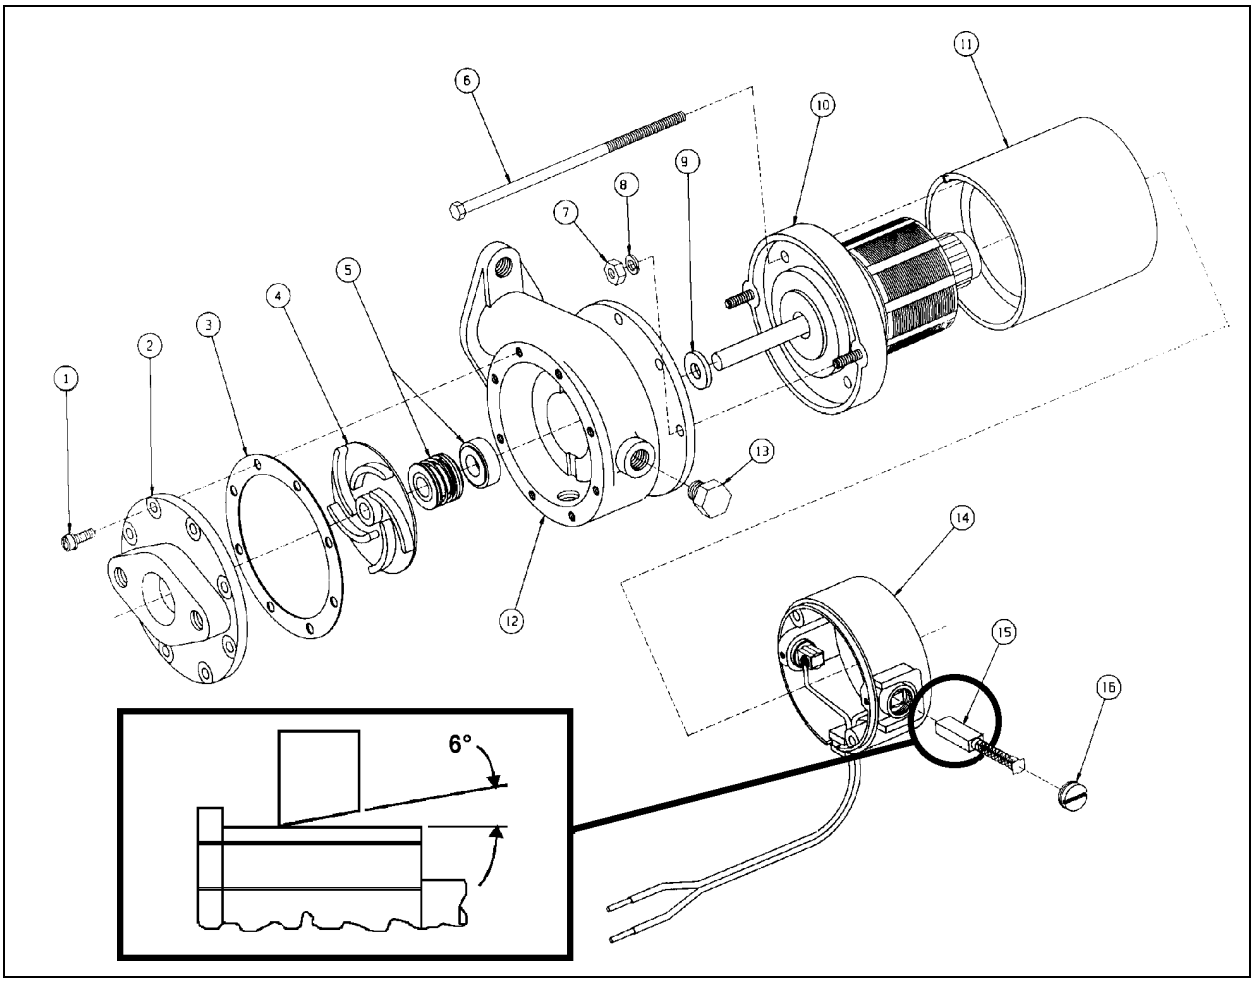

FIGURE 48: WATER RECIRCULATING PUMP 22056
This vehicle is provided with a water recirculating pump which is located in the HVAC compartment (Fig. 48) or on the ceiling of the spare wheel compartment for VIP converted vehicles equipped with a small A/C. The water recirculating pump consists of a centrifugal pump and an electric motor which are mounted on a common shaft in a compact assembly.
Refer to figure 48
d. New brushes have a six- (6) degree angle. The brush should always be inserted so that the angle is open away from the pump end of the assembly (inset, Fig. 48)
Refer to figure 48.